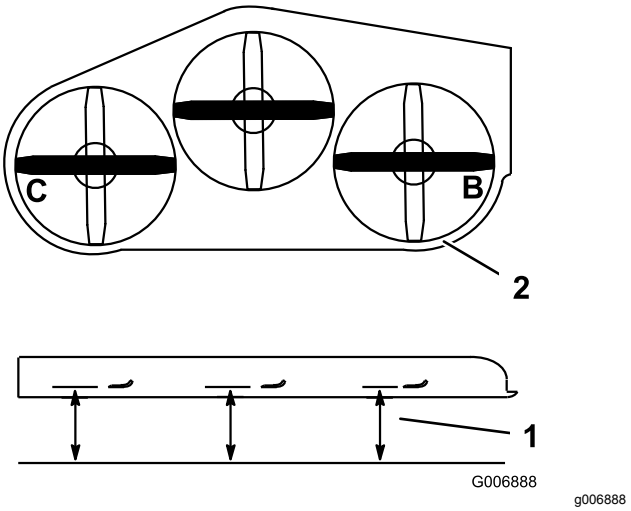

**Figuur 104**
1. Zet het **rechter** maaimes in de horizontale stand (Figuur 104).
2. Meet het rechtermes bij punt **B**. Meet de afstand tussen een horizontaal oppervlak en de snijrand van het maaimes (Figuur 104).
4. Zet het linker maaimes horizontaal (Figuur 104).
5. Meet het linker mes bij punt **C** (Figuur 104). Meet de afstand tussen een horizontaal oppervlak en de snijrand van het maaimes.